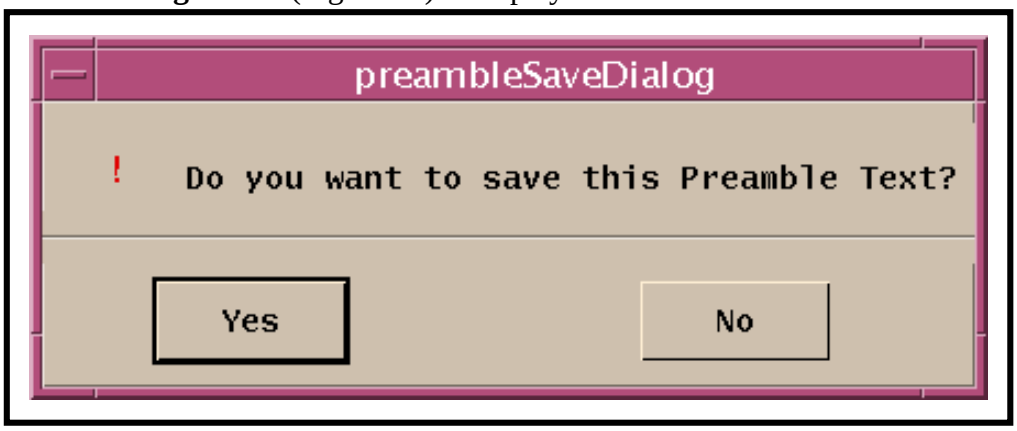

Figure 16. Preamble Save Confirmation Dialogue Box
– When the **Clear** button has been selected, a **Preamble Save Confirmation Dialogue Box** (Figure 16) is displayed.